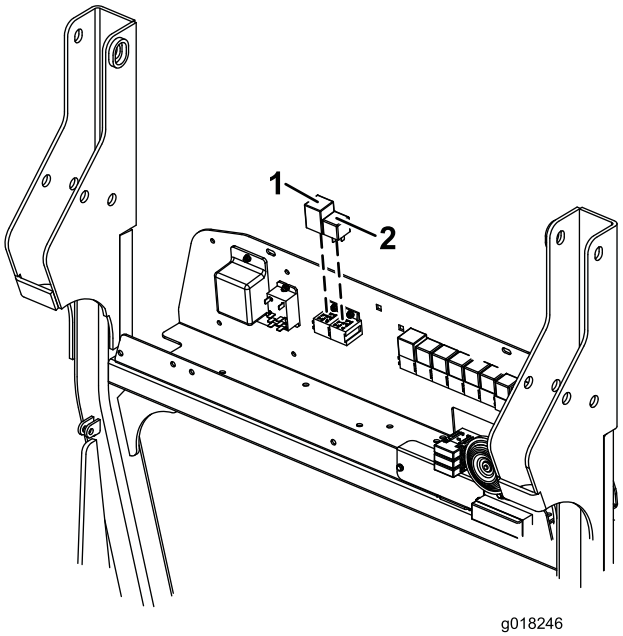

Bild 10
5. Stecken Sie das Blinklichtrelais in die leere linke Relaisfassung und das normale Kurzschlussrelais in die leere rechte Relaisfassung (Bild 10).